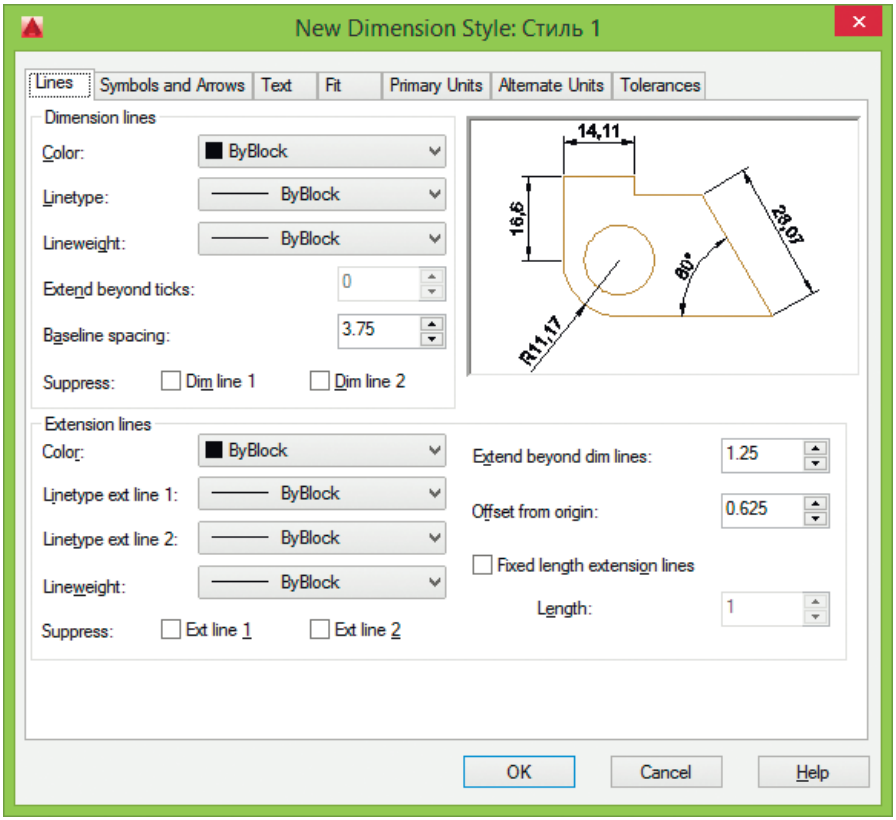

Рис. 11.46. Диалоговое окно определения параметров размерного стиля: вкладка управления линиями
- Вкладка **Lines** (рис. 11.46) позволяет осуществлять: